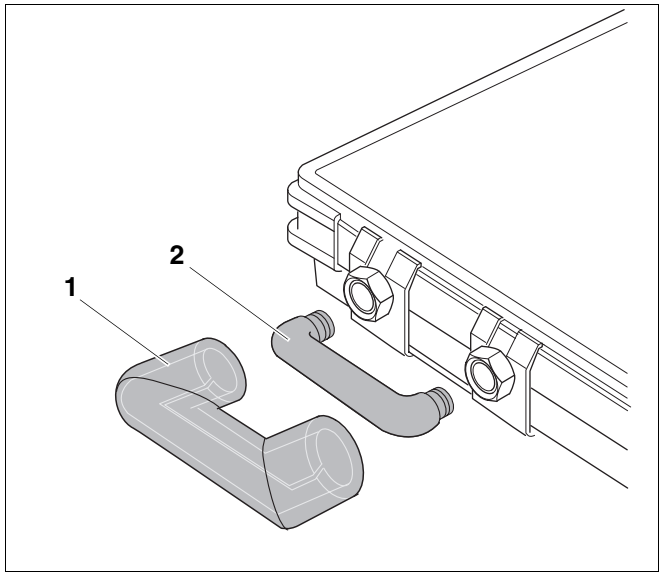
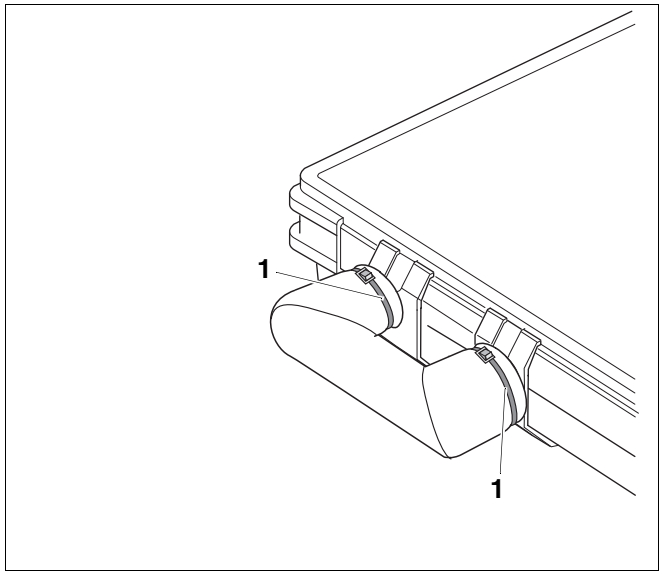

Afb. 67 Tichelmannbocht monteren
Afb. 68 Isolatie bevestigen
- Houd de Tichelmannbocht (afb. 67, **pos. 2**), eventueel met een dubbele schroefkoppeling, aan de bovenste aansluiting van de laatste collector en draai de aansluitingen manueel vast.
- Schuif de isolatie (afb. 67, **pos. 1**) over de Tichelmannbocht (afb. 67, **pos. 2**).
- Bevestig de isolatie (afb. 67, **pos. 1**) met twee kabelbinders (afb. 68, **pos. 1**).